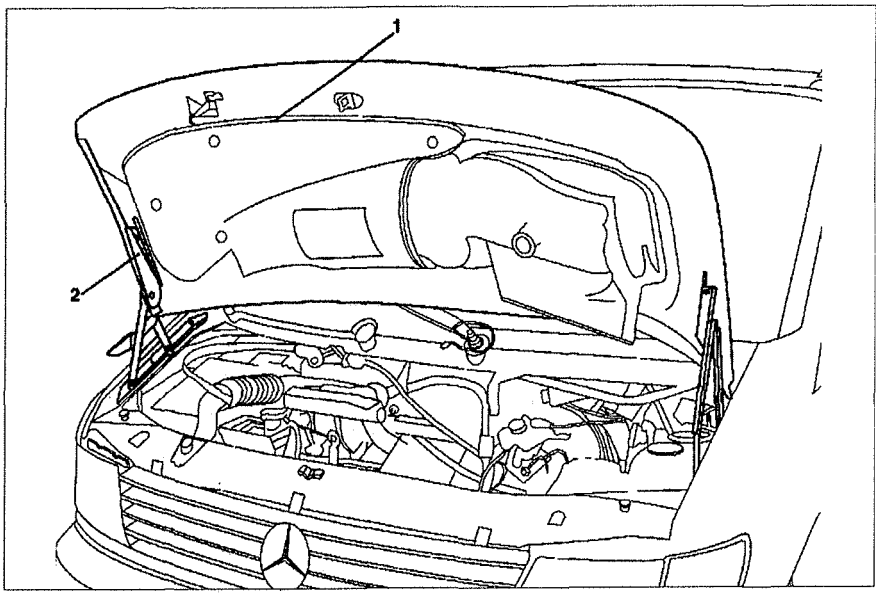

Рис. 11.4. Капот:
1. Откройте капот **1** (см.рис.11.4).